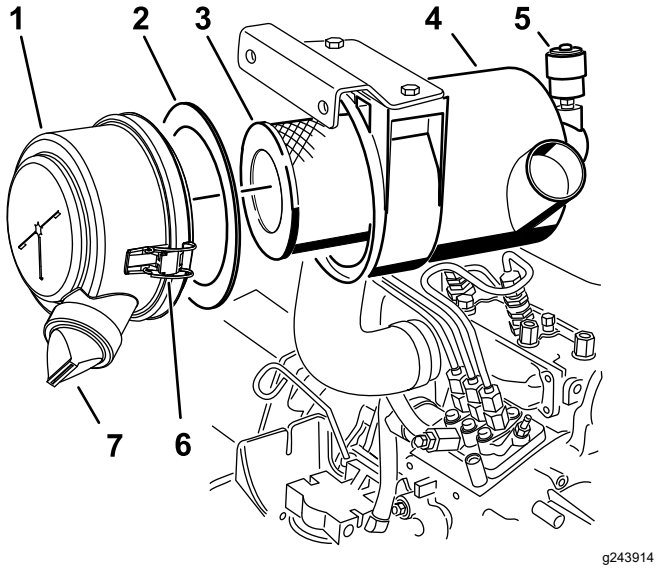

**Figuur 70**
3. Onderhoud van het luchtfilter (Figuur 70).